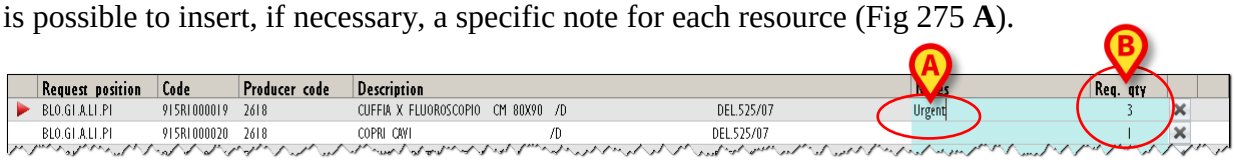

Fig 275
- Specify the quantity of each requested resource in the celle indicated in Fig 275 **B** (default quantity is 1).
It is possible to insert, if necessary, a specific note for each resource (Fig 275 **A**).